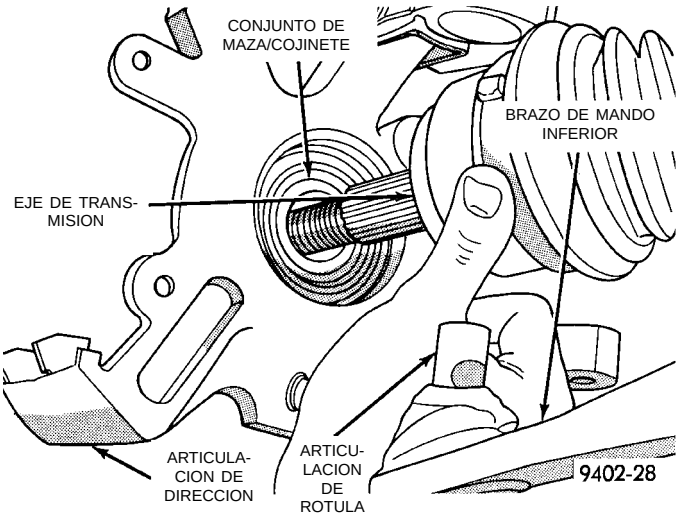

Fig. 12 Separación de la articulación de la dirección del eje de transmisión
(13) Tire del conjunto de la articulación de dirección separándolo de la junta homocinética externa del conjunto de eje de transmisión (Fig. 12).
(14) Soporte el extremo externo del conjunto del eje de transmisión.